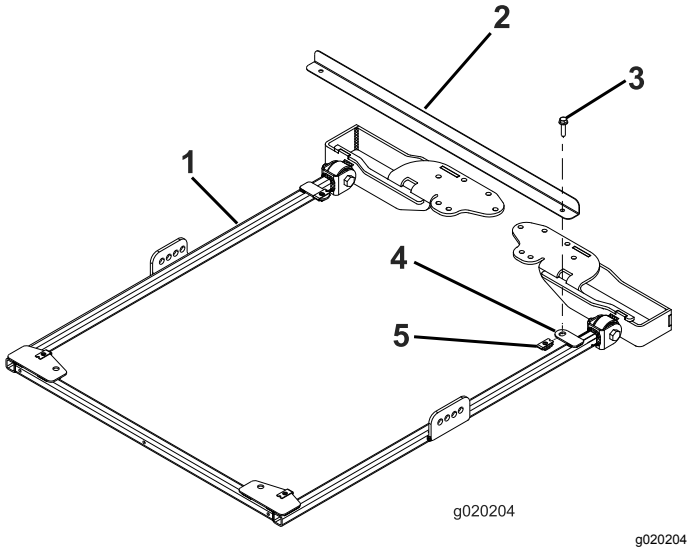

図 1
1. フレームを正しく整列させるために、サンシェードのフレームの後部にある取り付けタブに、フレーム整列バーを取り付けるフランジヘッドボルト5/16 x 1¼"2本を使用して図 1のように取り付ける。